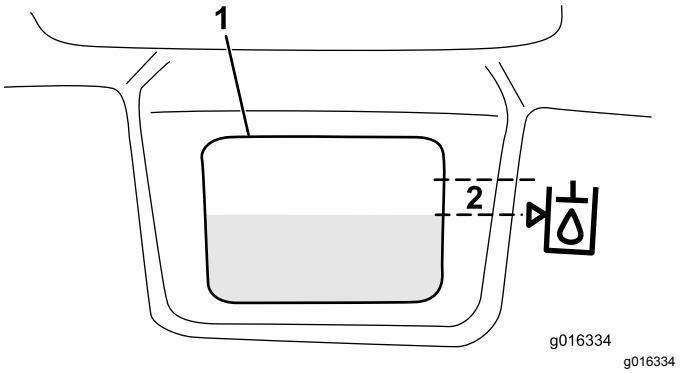

**Figur 33**
3. Fyll beholderen langsomt med passende hydraulisk olje til nivået er ved eller ikke mer enn 6 mm fra pilen i symbolet ved siden av det hvite vinduet foran på beholderen (Figur 33). Ikke fyll på for mye.